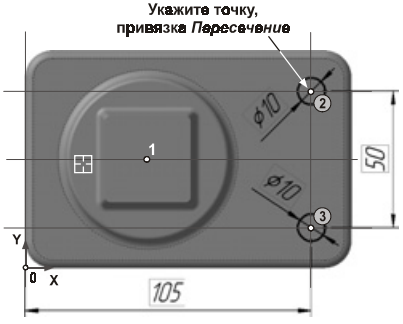

Рис. 2.92
- В ответ на запрос системы **Укажите точку центра окружности** с помощью привязки **Пересечение** укажите верхнюю точку 1 пересечения вспомогательных прямых (рис. 2.92).
- Для проверки правильности построений проставьте линейные размеры, определяющие положение окружностей и их диаметральные размеры (рис. 2.92).